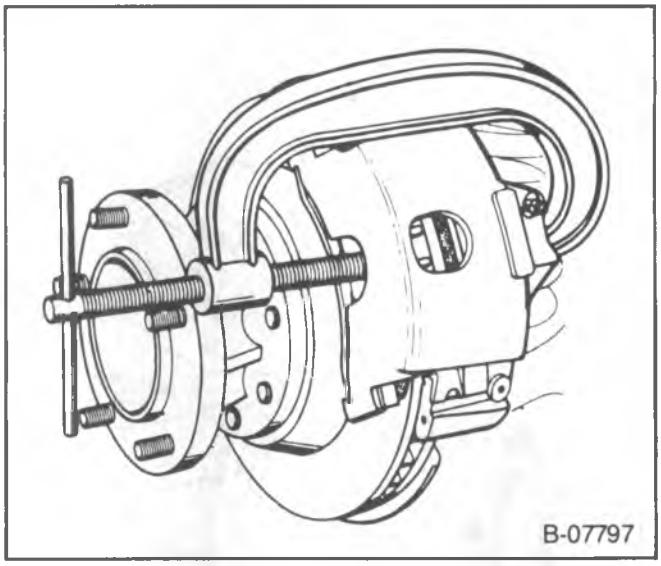
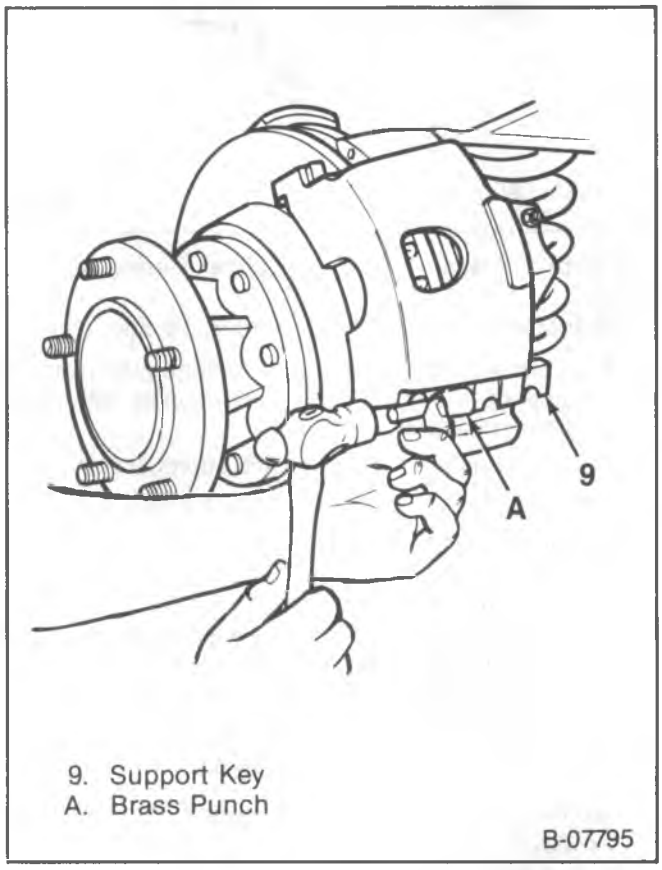

Figure 11—Compressing the Caliper Piston (Bendix)
Figure 12—Removing the Caliper Support Key
- Position C-clamp and tighten until the piston bottoms in its bore (figure 11).
3. Bolt (8).
4. Support key (9) and spring (10).
- Use a brass punch and a hammer to drive the support key out (figure 12).